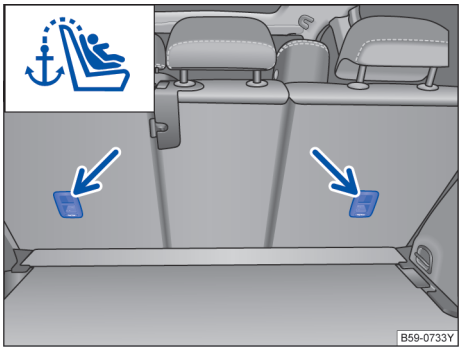

图 43 带顶部紧固绳的 ISOFIX 儿童座椅
– 打开后排座椅后的盖板→ 图 43。
– 将上部固定带钩入相应的固定环中→ 图 43。